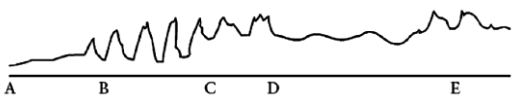

図 2 A～E カテーテル挿入中および位置設定中における圧波形（記録速度：25mm/秒）
5. 10cm 間隔に記された印によってカテーテル挿入部の長さを確認する。カテーテルは圧波形を観察しながら進めること。(図 2 参照)
6. RAP 波形が現れたら（図 2-A）、バルーンを最大限に拡張させる。
7. カテーテルを右心房から右心室へ進める（図 2-B）。右心房を通過した後にカテーテルの RVP 推移が記録されない場合は、シリンジを取り外してバルーンを収縮させ、カテーテルをゆっくりと手前へ引き戻し、再度バルーンを拡張させてカテーテルを進める。圧波形をモニターしながらカテーテルを肺動脈に進行させる（図 2-C）。
8. カテーテルを、PCWP が現れるまで肺動脈へゆっくりと進行させる。（図 2-D）
9. 圧波形が PCWP から PAP へと推移することをモニターしながら（図 2-E）、シリンジを取り外してバルーンを完全に縮小させ、カテーテルが肺動脈内の適切な位置にあることを確認する。PCWP が得られるまでバルーンをゆっくりと再拡張させ、必要な空気量を記録する。